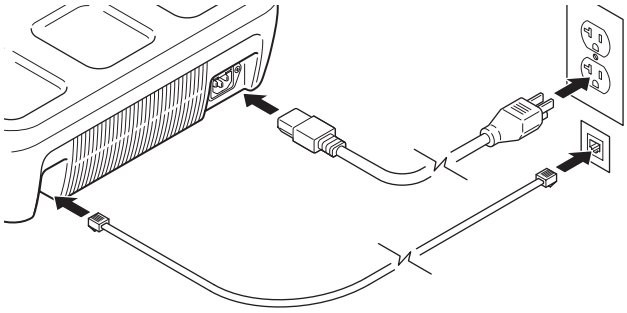

Figure 2 – Charger connections
B	**Ethernet Port** – Used to export device usage data from the charger to Stryker via Stryker's Cloud; see Figure 2.
1. Use the power cord to connect the battery charger to a hospital-grade, facility power receptacle (Figure 2).